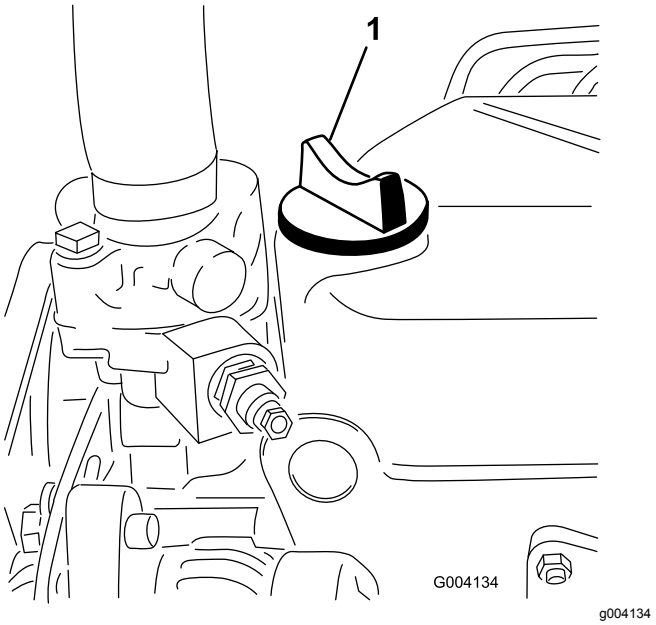

Figur 45
5. Hvis oljenivået er under Full-merket, tar du av oljelokket (Figur 45) og fyller olje til nivået når opp til Full-merket på peilestaven.